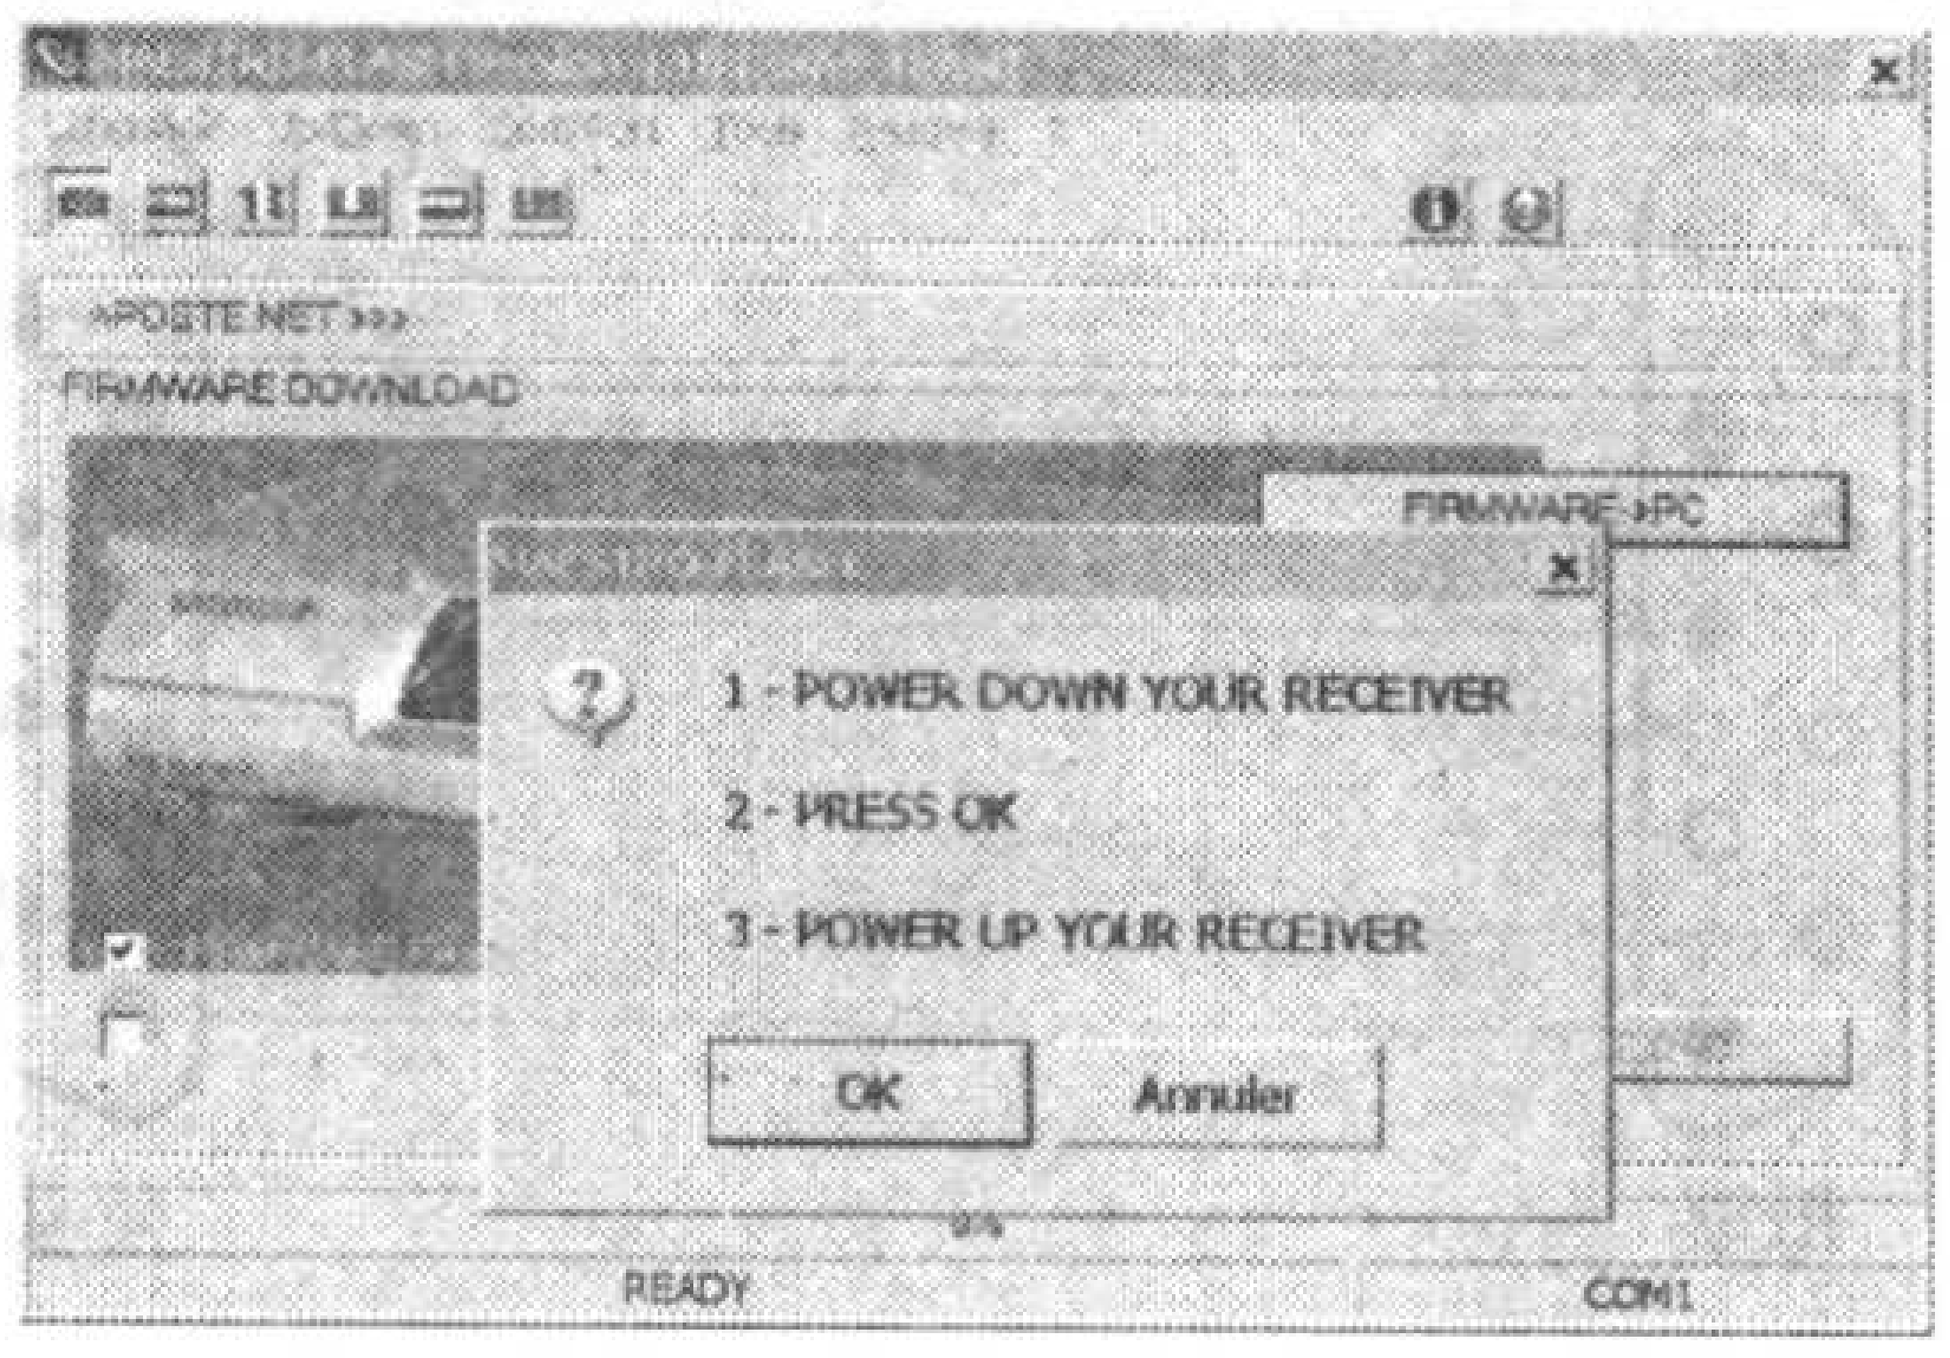
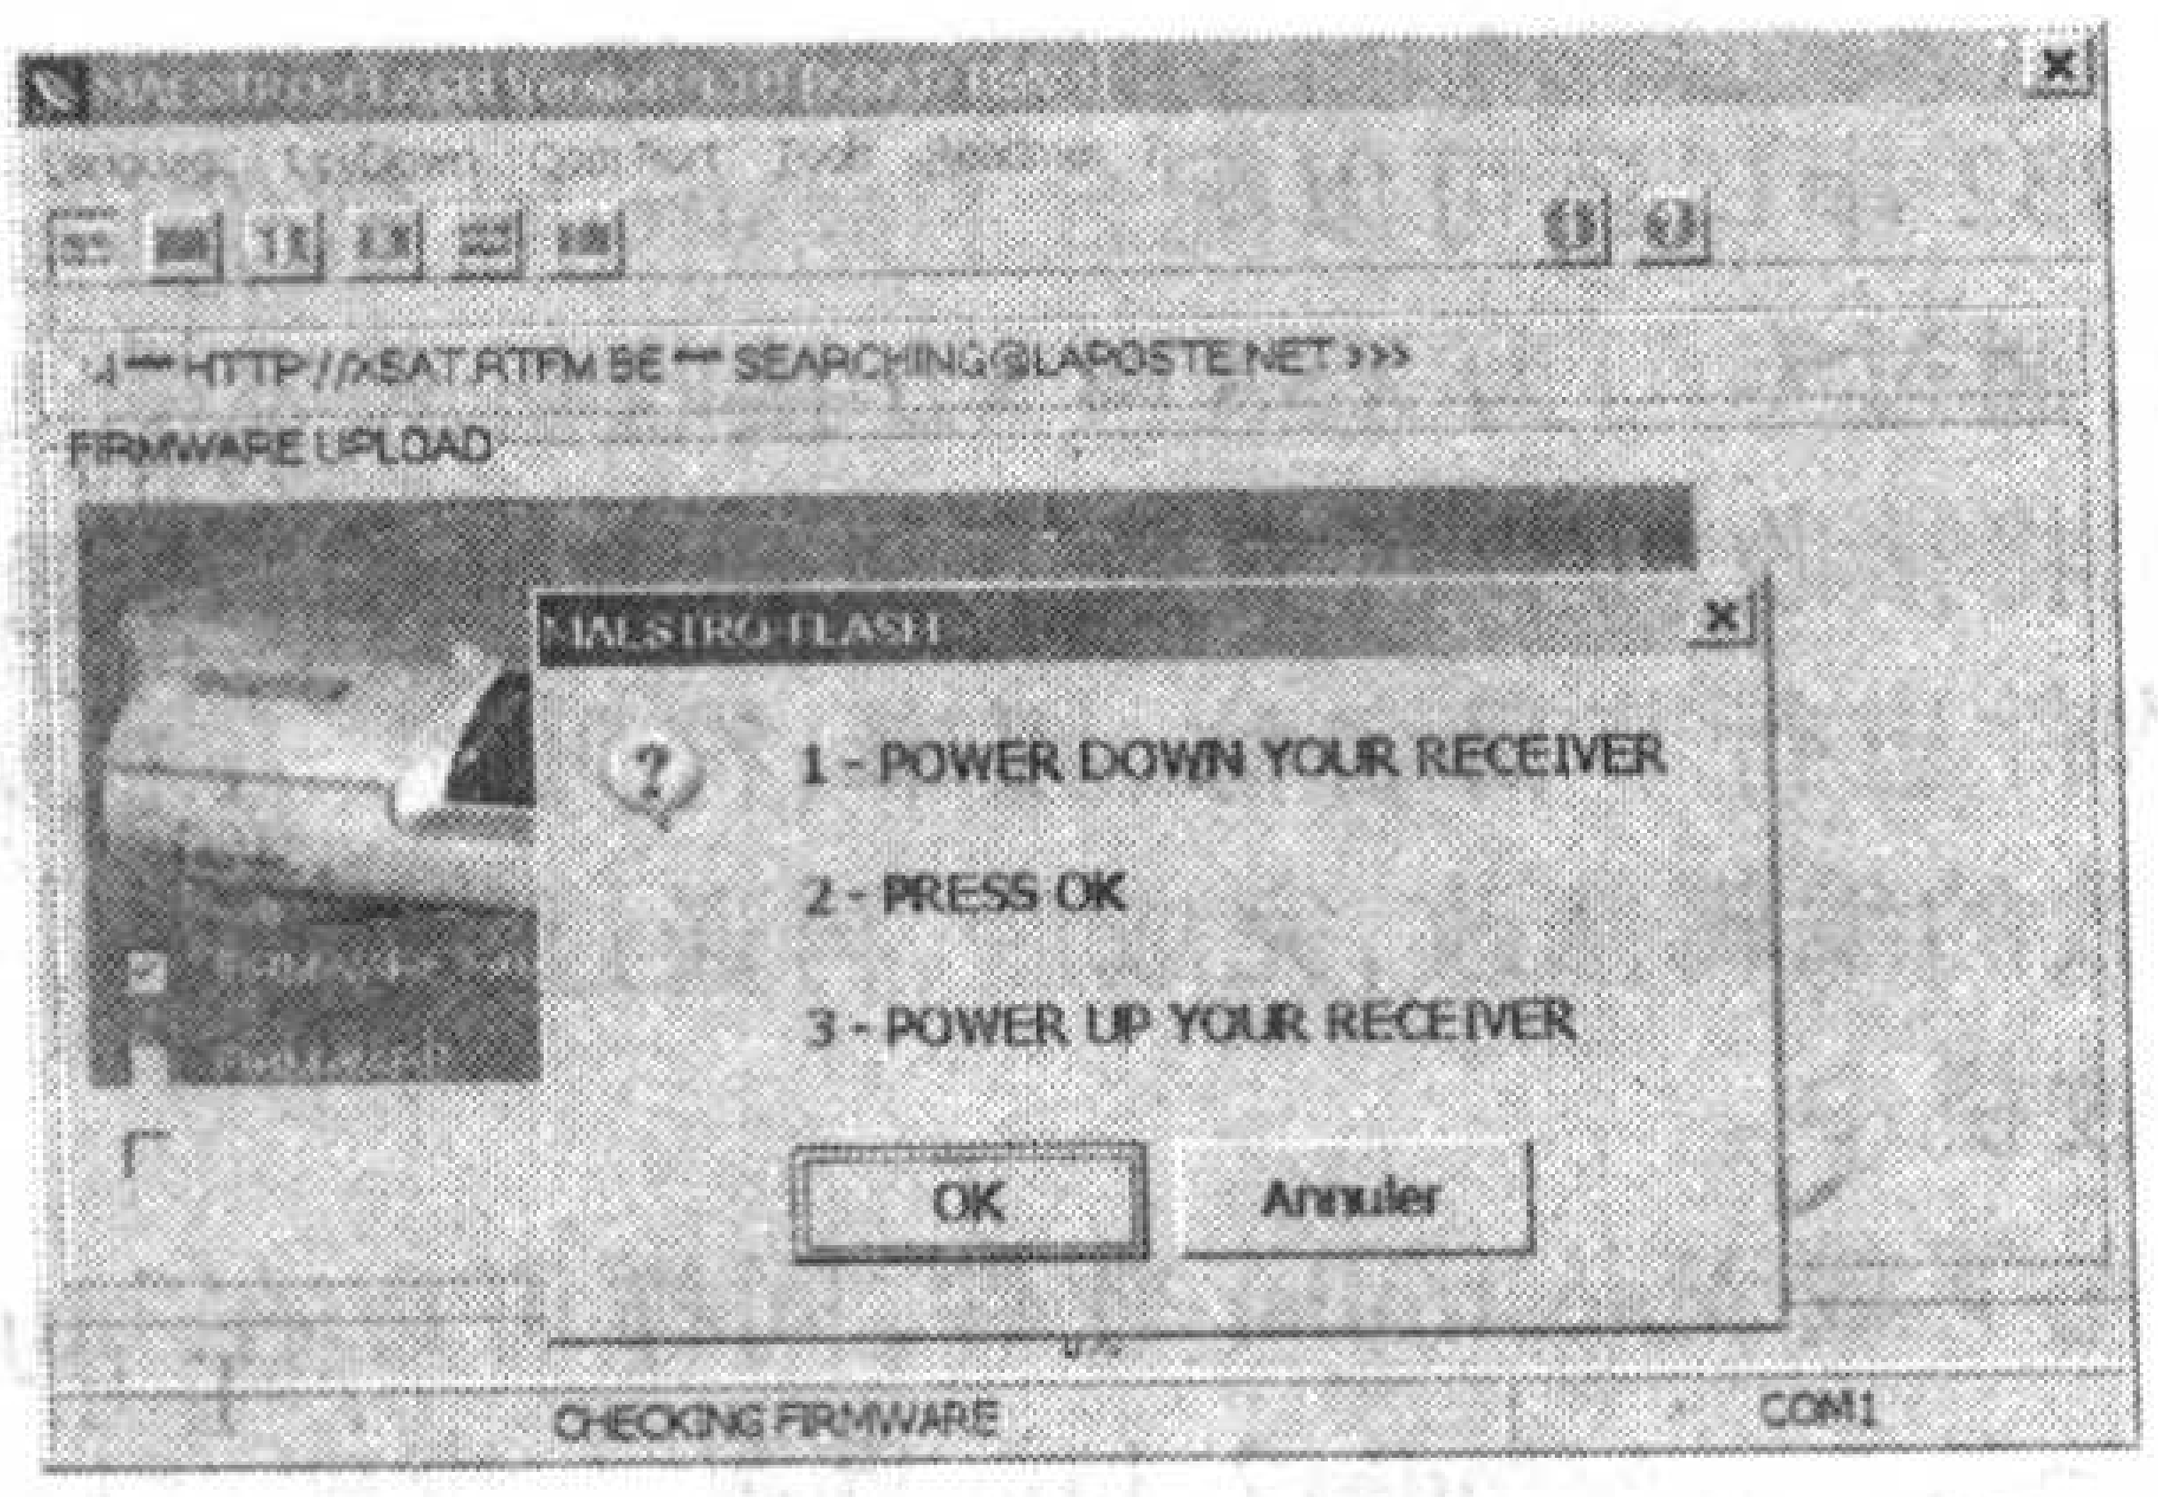

图 19
图 25
2. 点击"FIRMWARE－＞PC(软件→电脑)"按钮,出现图 19 提示:
点击“Oui(是)”确认，出现和图 19 相同的提示(见图 25)。